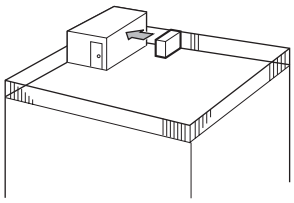

Fig. 2-2
① Face the air outlet towards the nearest available wall about 50 cm (19-11/16") away from the wall. (Fig. 2-2)